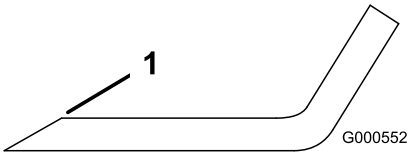
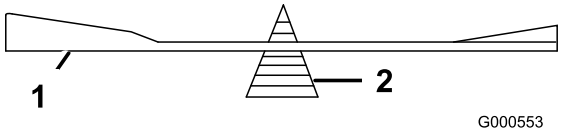

Figur 50
Figur 51
1. Slipa eggarna i båda ändar av kniven med en fil (Figur 50). Behåll ursprungsvinkeln. Kniven behåller balanseringen om samma mängd material avlägsnas från båda eggarna.
2. Kontrollera knivens balans med en knivbalanserare (Figur 51). Om kniven stannar kvar i ett horisontellt läge är den i balans och kan användas. Om kniven inte är balanserad kan du fila bort lite metall från knivens segeldel (Figur 50). Upprepa proceduren tills kniven är balanserad.